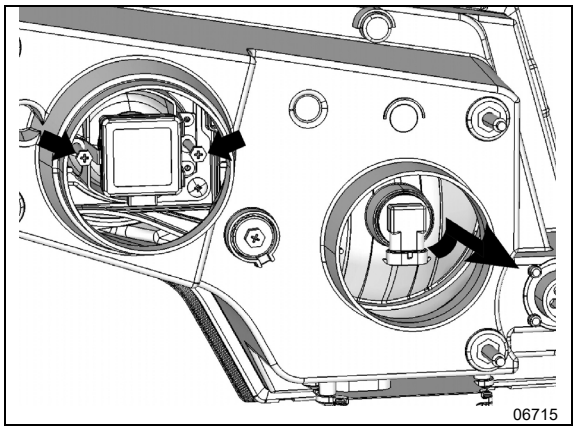

FIGURE 83: HEADLAMPS ASSEMBLY REAR VIEW
5. HALOGEN: turn the bulb base counterclockwise. XENON: Unscrew the Phillips head screws indicated by arrows, pull the retainer and bulb out (**FIGURE 83**).